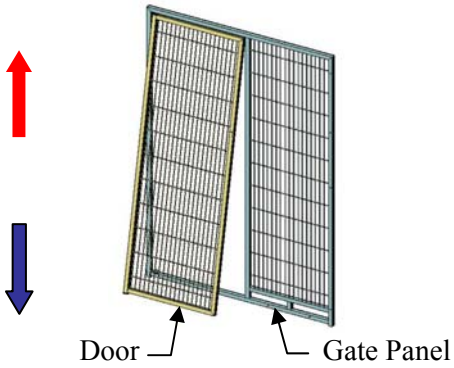

Figure 15
2. Locate the Gate Panels and remove the Door from each Gate Panel. Slightly open and lift up on the door. Once the Door clears the hinge pin at the bottom, pull the bottom of Door toward you **(Figure 15)**. Pull the top of the Door down until the top of the Door clears the top hinge pin.